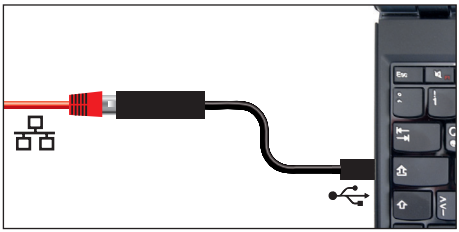

Fig. 8 Convertitore Ethernet USB
- Convertitore Ethernet USB (Fig. 8). In questo modo è possibile collegare la porta Ethernet dell'apparecchio (v. pag. 13) con la porta USB di un PC/portatile.